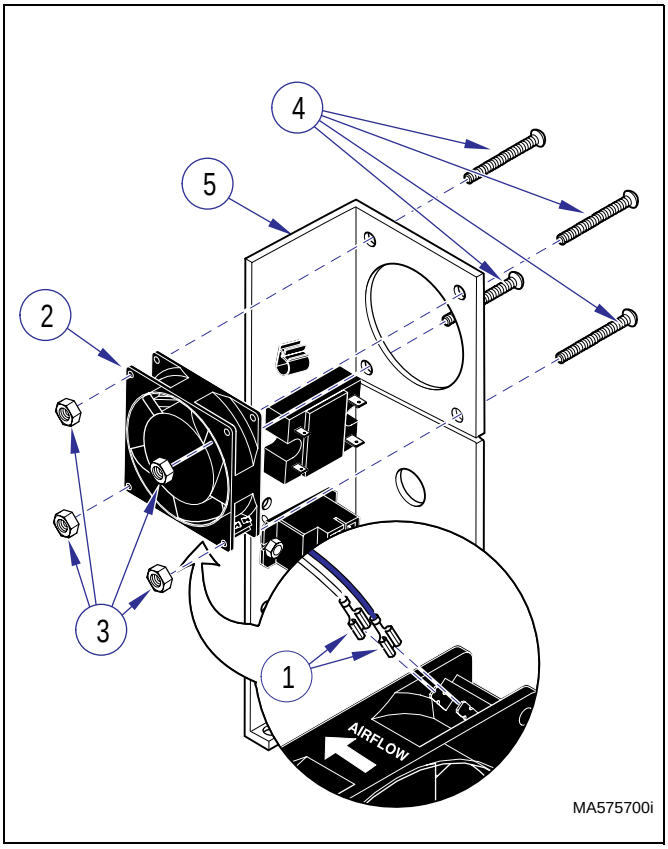

Figure 4-13. Axial Flow Fan
(1) Unplug power cord from outlet receptacle.
(2) Remove side and back panels (Refer to para 4.2).
(3) Tag and disconnect two wires (1, Figure 4-13) from terminals of axial flow fan (2).
(4) Remove four locknuts (3), screws (4), and axial flow fan (2) from power bracket assembly (5).
(1) Install axial flow fan (2, Figure 4-13) on power bracket assembly (5) and secure with four screws (4) and locknuts (3) making sure flow arrow (A) is pointing toward main control p.c. board.
(2) Connect two wires (1) to terminals of axial flow fan (2).